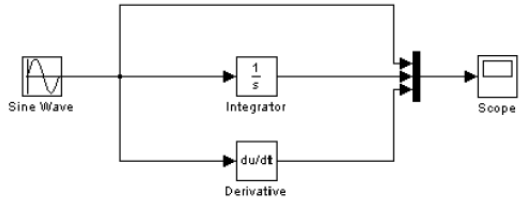

Rysunek 3: *Przykładowy model Simulinka.*
Przykładowy gotowy model przedstawiono na Rys. 3.
2.1 Utworzyć model przedstawiony na Rys. 3 wykorzystując następujące bloki: